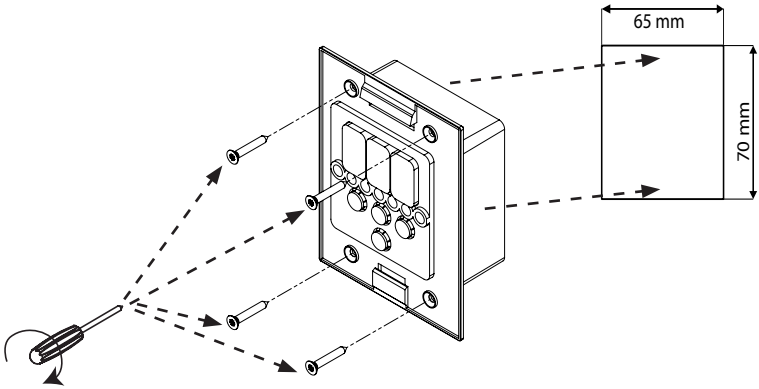
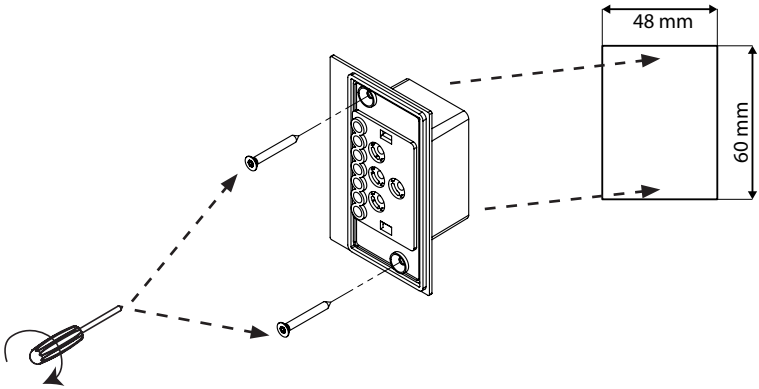

afb. 5 Montage bedieningspaneel Pro D
afb. 6 Montage Extra uitgang bedieningspaneel (optioneel)
1. Met bijvoorbeeld een decoupeerzaag de uitsparing 70 x 65 of 60 x 48 mm uitzagen (zie **afb. 5** en **afb. 6**).